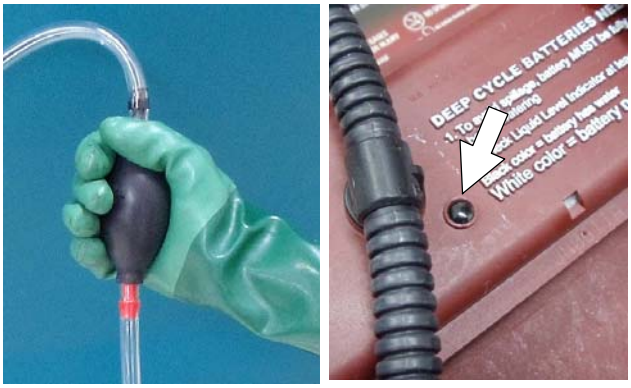

図　81
5. 手動ポンプのホースの球体部分を握って放す動作を繰り返し、液体を注入します（図81）。